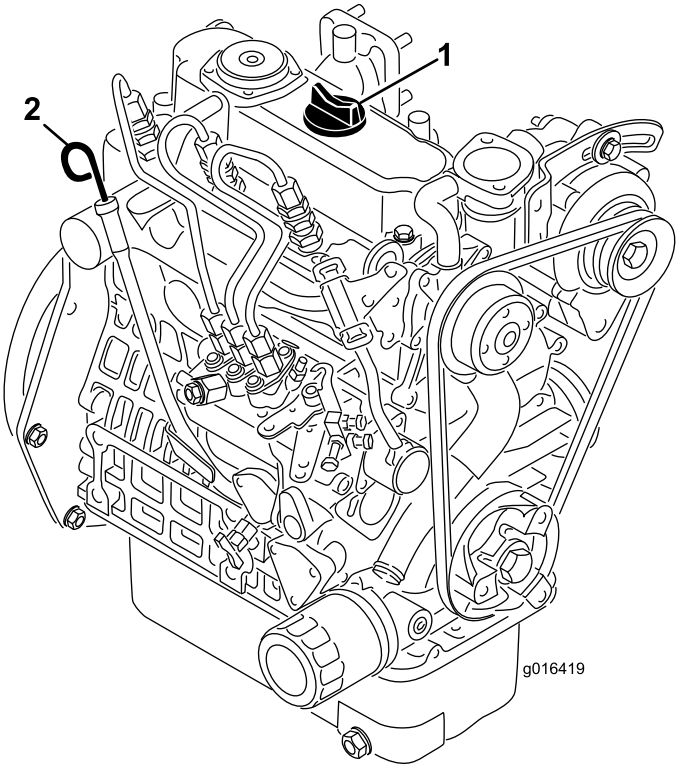

**Figur 23**
2. Ta ut peilestaven og tørk den med en ren fille (Figur 23). Sett peilestaven inn i røret, og pass på at den når helt ned. Fjern peilestaven fra røret, og sjekk oljenivået. Hvis oljenivået er lavt, fjern oljelokket fra ventildekslet og fyll **sakte** på nok til å heve nivået til merket "full" på peilestaven. Hell i olje sakte, og kontroller nivået ofte underveis. **Ikke fyll på for mye.**